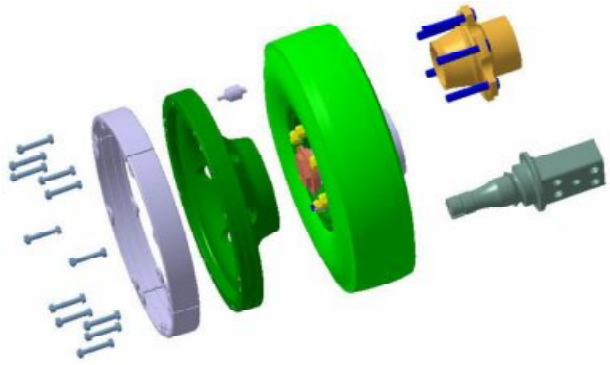

Figure 4-19: Guide Tire Wheel Assembly shown with External Run-flat
Each bogie has six (6) side mounted guide tires to laterally guide the car and provide the required vehicle roll control. The symmetrically arranged guide tires minimize load tire wear by optimally aligning the load wheels relative to the running direction on all track geometries. The guide wheel assemblies are equipped with external run-flats to ensure lateral guidance and roll control in the case of a guide tire failure. The external run-flat also protects the guide tire from overload conditions. The assembly is shown Figure 4-19.